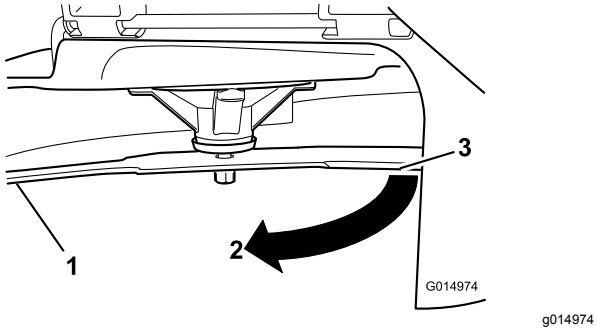

Figur 58
3. Målt avstand mellom blad og overflate (A)
4. Roter den samme kniven 180 grader så den motsatte kniveggen nå er i samme stilling (Figur 58).